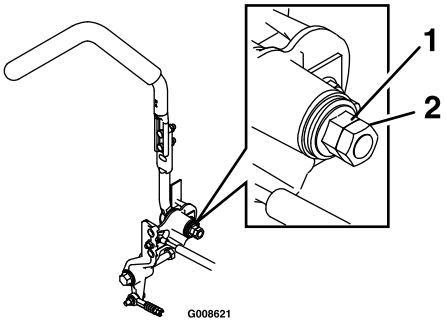

Figur 65
1. Løsne låsemutteren (Figur 65).